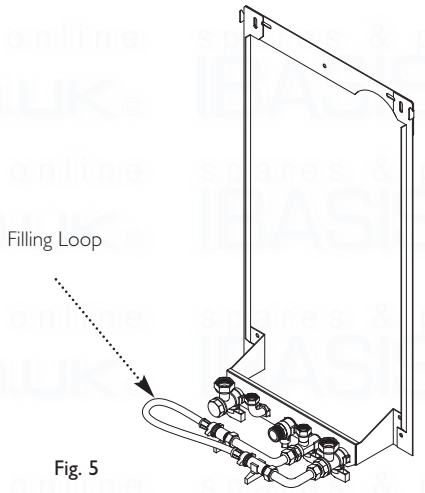

Fig. 5
2. There are connection points on the mains cold water inlet and central heating return isolating taps (Fig. 5) to which the filling loop kit (Part No. 248221) supplied can be assembled. If the boiler is to be installed in an inaccessible location (e.g. loft space) the filling point should remain accessible. Also the fitting of an additional pressure gauge in a visible position is recommended. The kit supplied can still be used for this elsewhere on the system, or if necessary a more suitable propriety kit can be fitted.